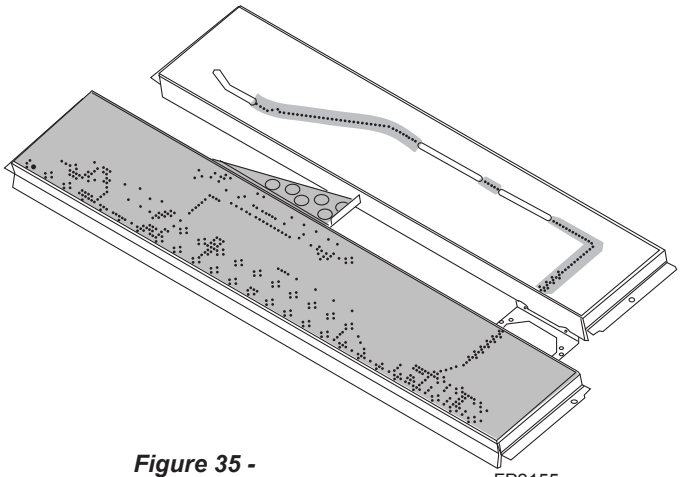

Figure 35 - Rockwool placement
2. Distribute one layer of rock wool to cover the burner. *Figures 35 & 36*